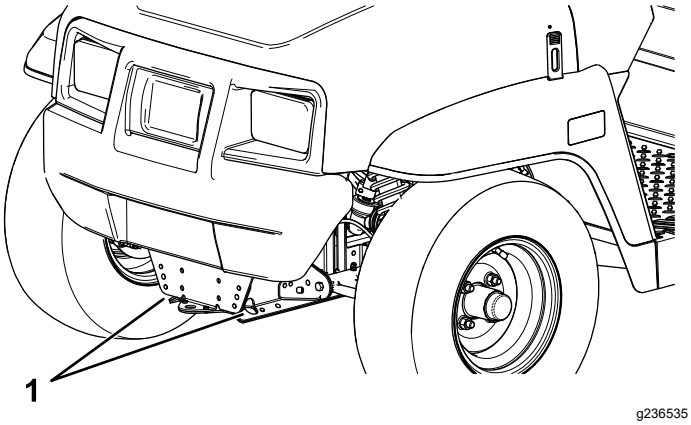
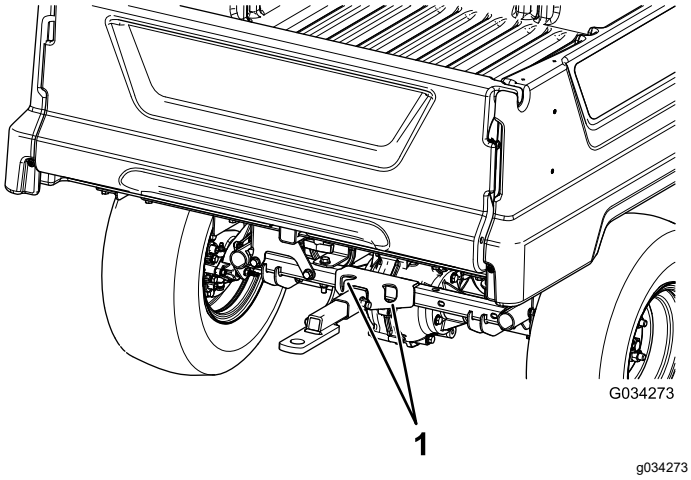

Figuur 21
Figuur 22
Zie Figuur 21 en Figuur 22 voor de plaats van de bevestigingspunten van de machine.
2. Bevestig een sleepkabel aan de lip op de voorzijde van het machineframe (Figuur 21).